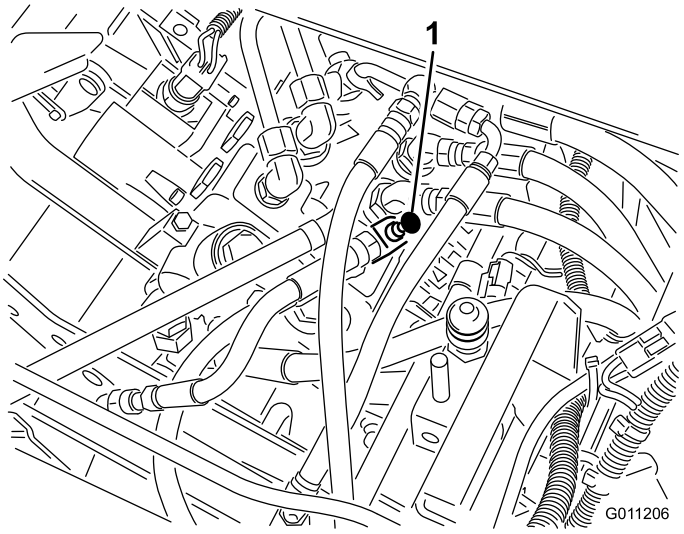

Figur 45
1. Lyft upp sätet och lokalisera flödesregleringsventilen som fästs vid huvudregleringsventilen (Figur 45).